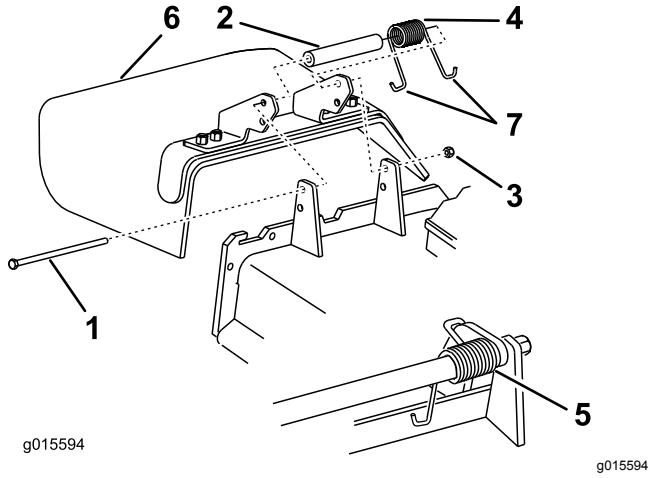

Figur 109
1. Ta bort låsmuttern, skruven, fjädern och distansbrickan som håller fast gräsriktaren på tappfästena (Figur 109).
2. Demontera den skadade eller slitna gräsriktaren (Figur 109).
Obs: Se till att fjäderns J-formade ände sitter bakom däckkanten innan du monterar bulten enligt Figur 109.
6. Placera fjäderns J-formade ände runt gräsriktaren (Figur 109).